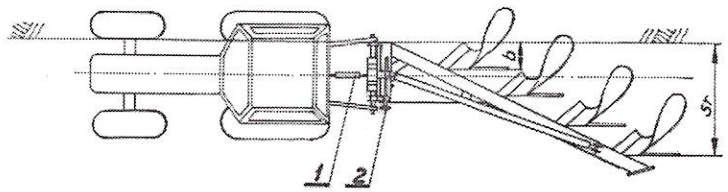

Rys. 6.
- sprawdź wstępne wypoziomowanie pługa w kierunku podłużnym. Regulacji dokonuje się za pomocą górnego łącznika ciągnika (poz. 1 Rys. 6.)
- opuść pług nie opierając go całym ciężarem o podłoże. Śrubą regulacji poprzecznej (poz. 2 rys. 6.) przesuwając ramę względem wieszaka ustaw szerokość pierwszego korpusu (odległość od ściany wewnętrznej opony do linii płozu pierwszego korpusu);